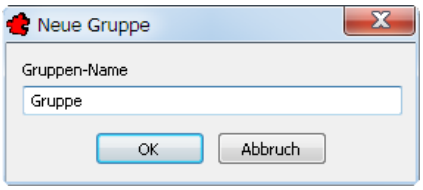

Bild 27.30 – Benennen der neuen Gruppe
- Das Dialogfeld *Neue Gruppe* erscheint. Geben Sie den Namen **Gruppe** ein und bestätigen Sie (Abb. 27.30).